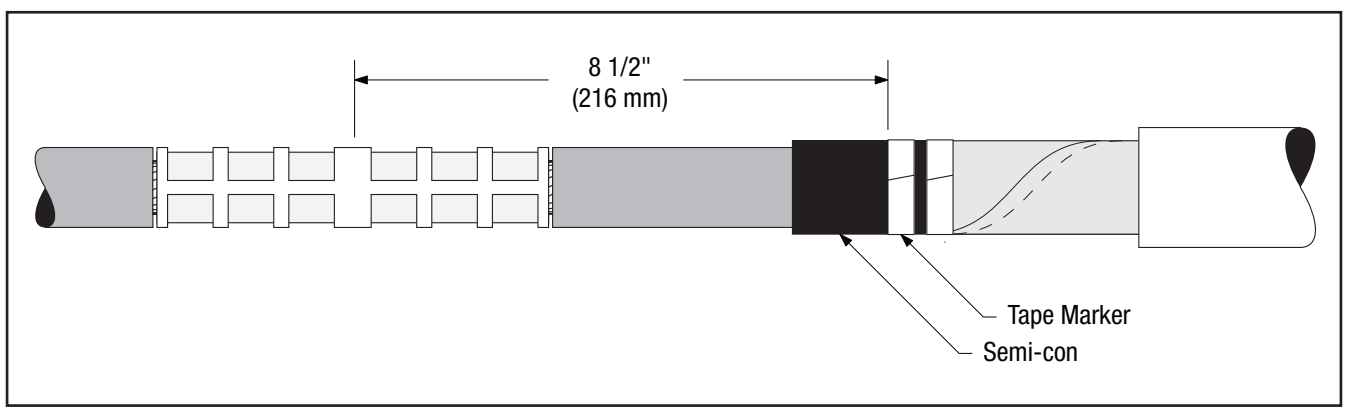

Figure 10
4.1 Apply a tape marker to semi-con insulation shield on cable which does not contain splice. Measure 8 1/2" (216 mm) from center of connector *(Figure 10).*